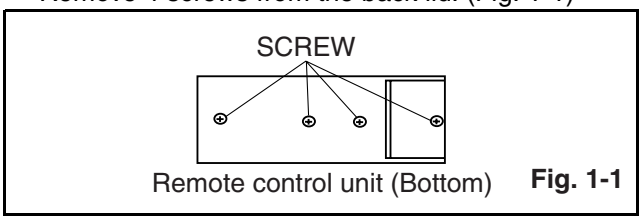

Fig. 1-1
1. Prepare remote control unit (Part No. NE207UD). Remove 4 screws from the back lid. (Fig. 1-1)